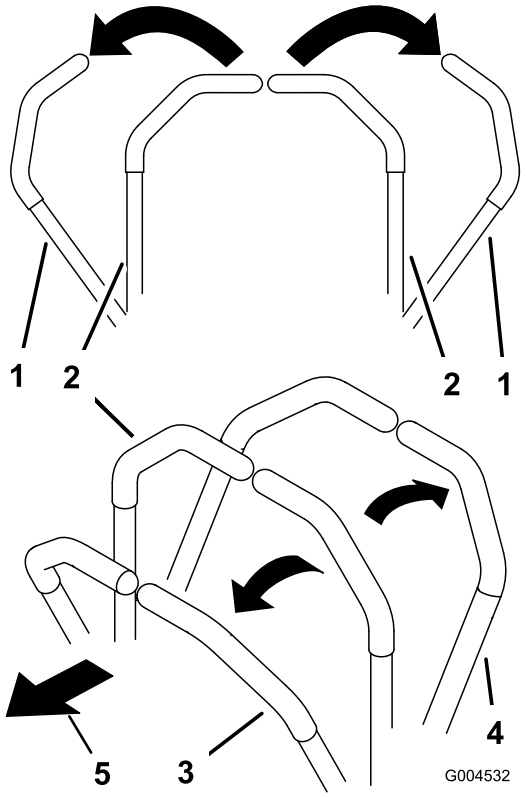

**Figur 17**
1. Flyt bevægelseshåndtagene (Figur 17) ud til den neutrale låseposition.
- Kør lige fremad ved langsomt at skubbe bevægelseshåndtagene fremad (Figur 17).
- Kør lige bagud ved langsomt at trække bevægelseshåndtagene bagud (Figur 17).
- Hvis du skal dreje, skal du sænke maskinens hastighed ved at trække begge håndtag bagud og derefter skubbe fremad på det håndtag, der sidder i den modsatte side af den, som du vil dreje til (Figur 17).